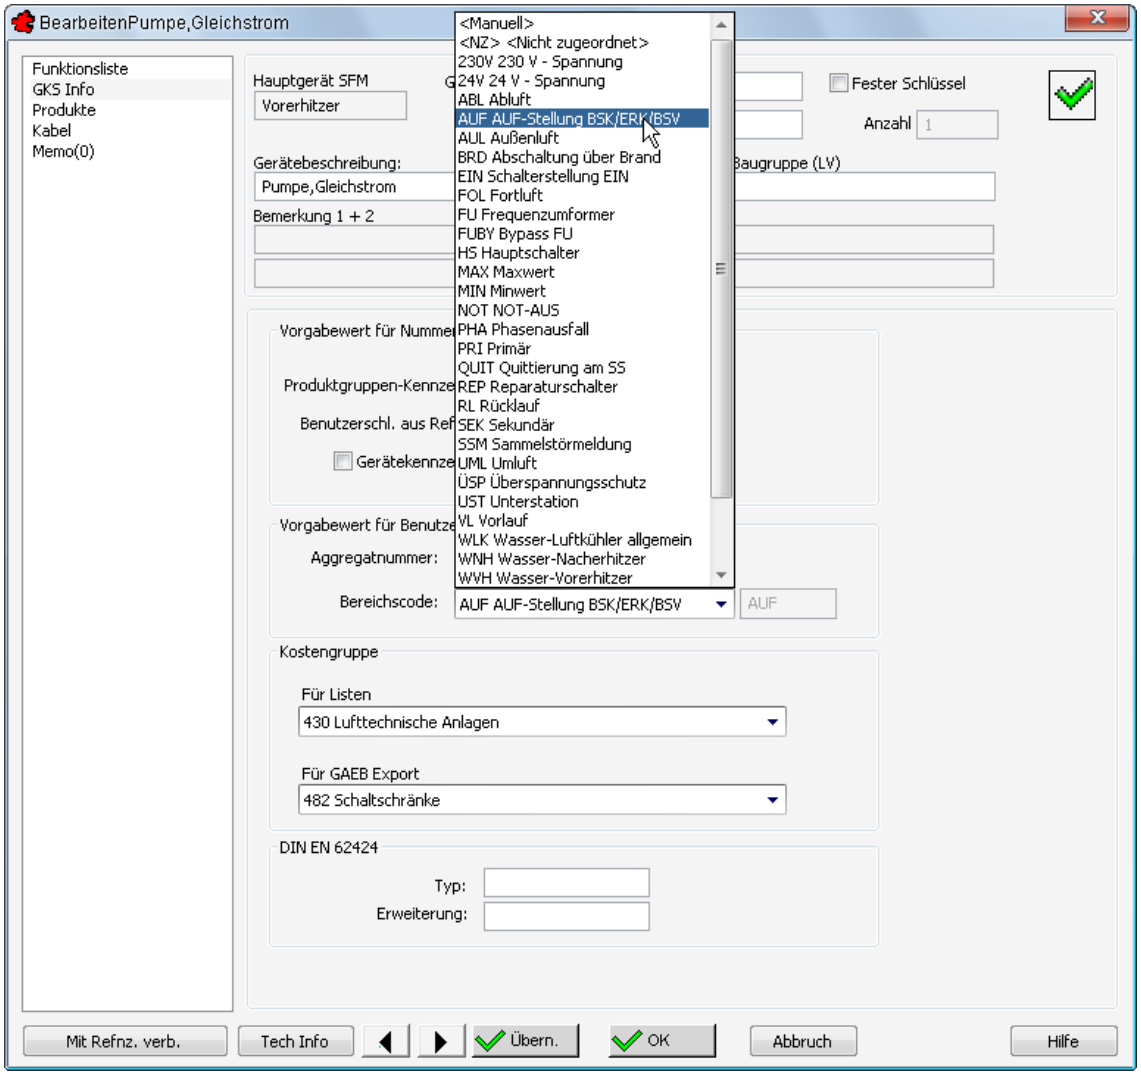
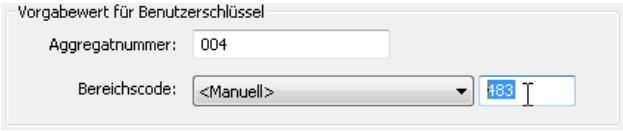

Bild 24.31 – Wahl des Teilschlüssels *Bereichscode*
Bild 24.32 – Manuelle Eingabe des Bereichscodes
- Wechseln Sie in die Rubrik *GKS Info* (Abb. 24.31).
- wählen Sie im Listenfeld *Bereichscode* den Eintrag *<Manuell>* (Abb. 24.31, oben im Listenfeld). Hierdurch wird das Editierfeld rechts daneben aktiv (Abb. 24.32).